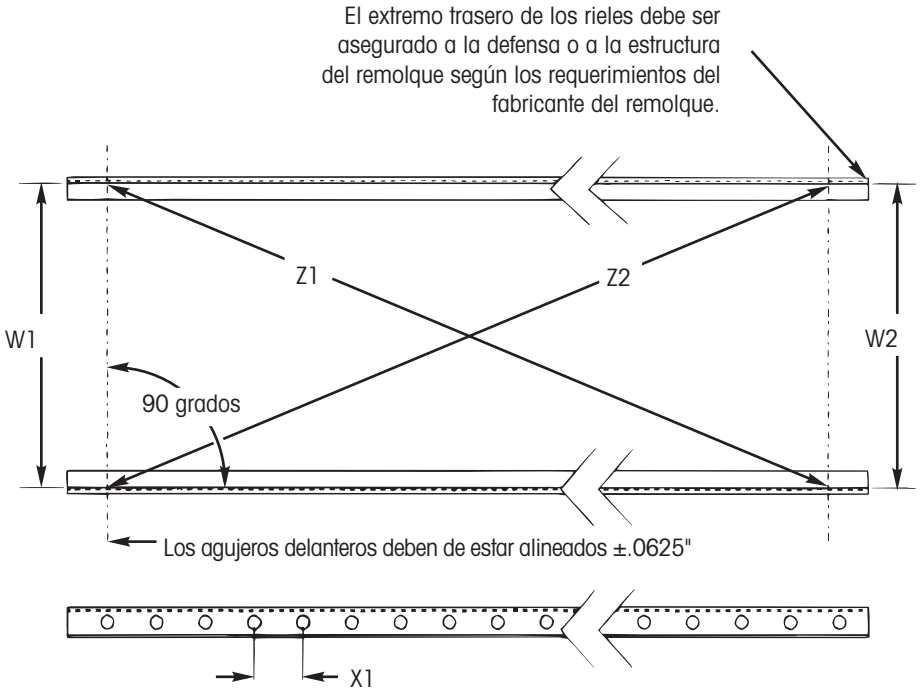

Figura 62. Espaciamiento y diagonales de los rieles
2. Utilizando una regla flexible, mida el espaciamiento de agujeros del riel (Figura 62, dimensión X1). Ambos rieles y el cuadro deslizable deben de tener el mismo espaciamiento de agujeros.
3. Usando el mismo instrumento de medición, mida el espaciamiento de los rieles en la ubicación más delantera y trasera. Ajuste los rieles según se requiera para alcanzar el mismo espaciamiento (Figura 62) que iguala la dimensión de claro especificado del riel localizado en el dibujo de ensamble del deslizable (suministrado con el sistema deslizable). Asegúrese que su especificación de claro de rieles corresponda a su espaciamiento de agujeros del deslizable HT.
4. Utilizando el mismo instrumento de medición, mida ambas diagonales de los rieles (de centro de agujeros) (Figura 62). Si las diagonales no son iguales, ajuste según de requiera. Medidas "W" y "Z" iguales ubicaran los rieles correctamente, garantizando espaciamiento de rieles paralelos y alineación de agujeros coaxiales.
2. Vuelva a verificar el espaciamiento de los rieles (Figura 62).